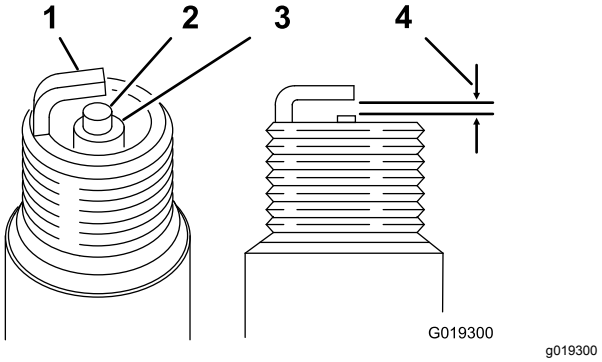

Figuur 44
5. Stel voor elke bougie de afstand tussen de centrale elektrode en de massa-elektrode af op 0,76 mm; zie Figuur 44. Plaats de bougies met de juiste elektrodenafstand en monteer deze met een pakkingafdichting. Draai de bougies vast met een torsie van 22 Nm.